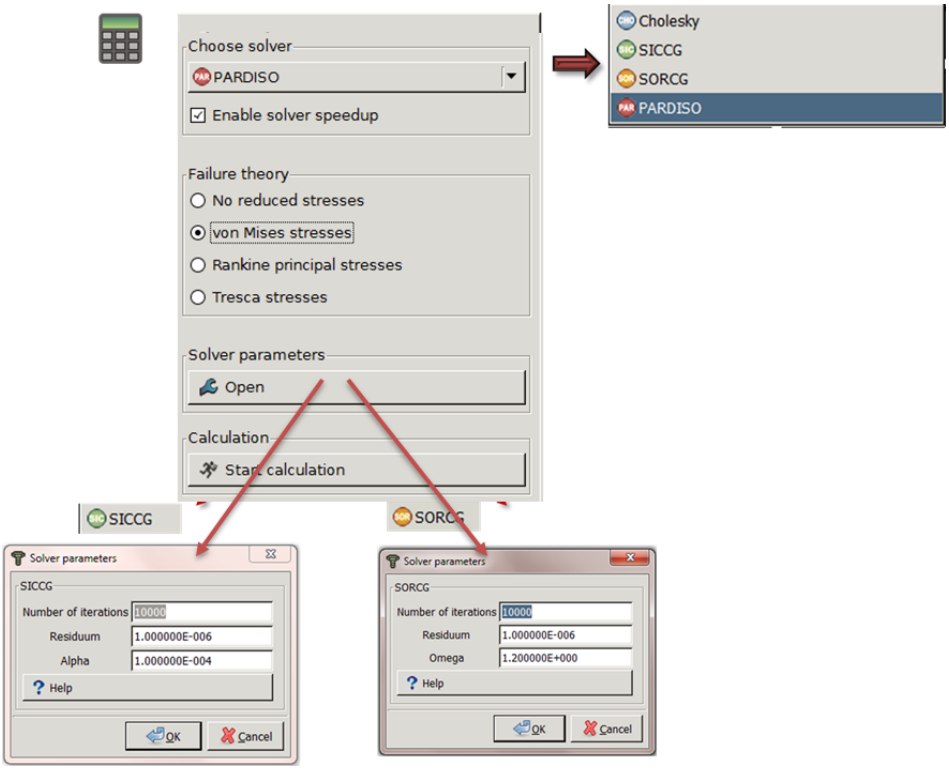

Figure 42: Choose the appropriate equation solver
The user can enter the temperature either in Kelvin (K) or in ° Celsius ($°C$). This makes no difference for the calculation results. The heat flux density is a surface-related load, i.e. it defines the heat flux per surface (unit: W/mm^2). The heat flux (unit: W) as a nodal load can be applied either *uniformly distributed* or *distributed*. *Uniformly distributed* means here that the same entered value is assigned to every node. *Distributed* applies the loads according to FE rules. A new feature of Z88Aurora® V5 is the thermal boundary condition for modeling convective heat transfer. The convective heat transfer from a solid body to surrounding air can be modeled by defining the value of the convective heat transfer coefficient (unit: W/mm^2K). If one wants to carry out a thermo-mechanical simulation, one must define only new sets with additional mechanical boundary conditions (e.g., of a constraint). Then the Solver automatically recognises that the user would like to carry out such a simulation. As a calculation core can be selected between three equations solvers: PARDISO (directly and multi-core-running), SICCG and SORCG (iterative) (figure 42). The Cholesky-Solver cannot be chosen here.